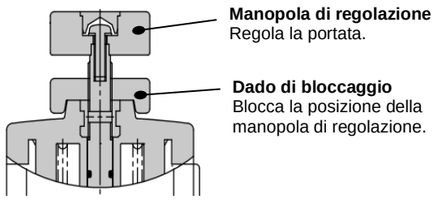

Fig.3 - Regolazione della portata
4.2 Regolazione della portata (fig.3)